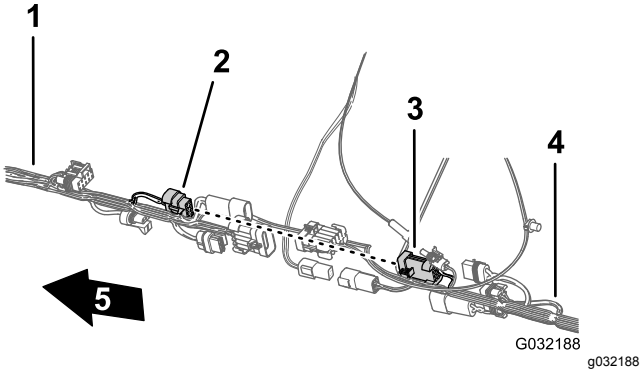

**Figur 116**
3. Tilslut konnektoren med 8 ben på det forreste ledningsnets sprøjtetilslutning til konnektoren med 8 sokler fra bageste ledningsnets ratekontakttilslutning (Figur 116).